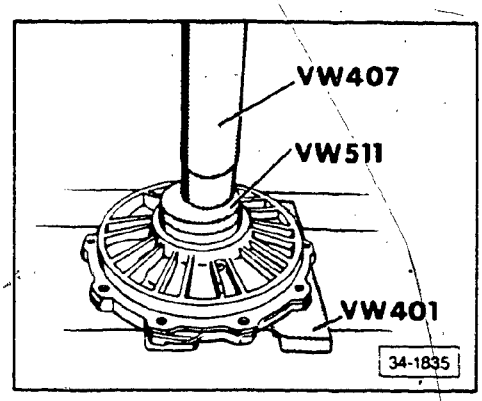

Fig. 6 Bushing for 3rd/4th gear shift rod, removing/installing
- 3rd/4th gear shift rod bushing — removing, Fig. 6; drive in with **VW 295** and **VW 295A**
- 1st/2nd gear shift fork bearing, removing, installing, Fig. 6